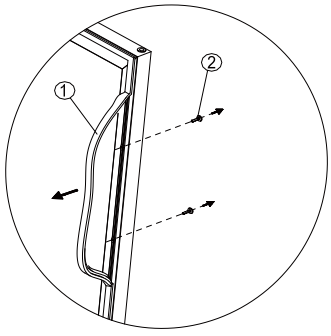

Fig:1
1)Pull away the sealing gasket where the handle is to be installed as shown in Fig1. The gasket is easily displaced by hand. No tools are necessary.